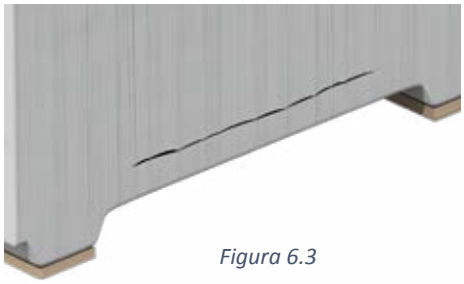

Figura 6.3
6.3 Corte la envoltura inferior como se muestra para la ventilación (figura 6.3).